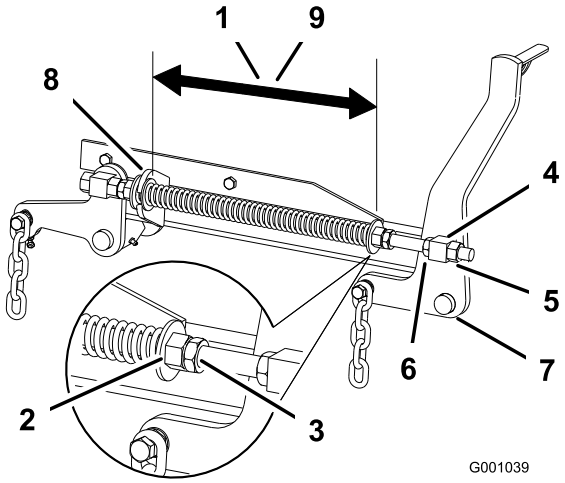

Figur 76
2. Kontrollera avståndet mellan de två stora brickorna. Det måste vara 28,2 cm för klippdäck på 52 tum och 26,7 cm för klippdäck på 60 tum (Figur 76).
3. Justera det här avståndet genom att lossa fjäderkontramuttern och vrida muttern framför respektive fjäder (Figur 76). Vrid muttern medsols för att förkorta fjädern eller motsols för att förlänga fjädern.
4. Lås muttern på plats genom att dra åt fjäderkontramuttern (Figur 76).